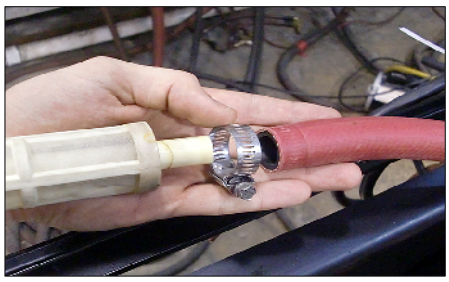

Figure 3-2 Suction Strainer Removal
1) Lift the suction strainer out of the tank and remove it from the hose by loosening the hose clamp (Fig. 3-2).
5) Remove the suction strainer (Fig. 3-2 previously) and hose from the tank.
1) Lift the strainer out of the tank and remove it from the hose by loosening the hose clamp (Fig. 3-2 previously).